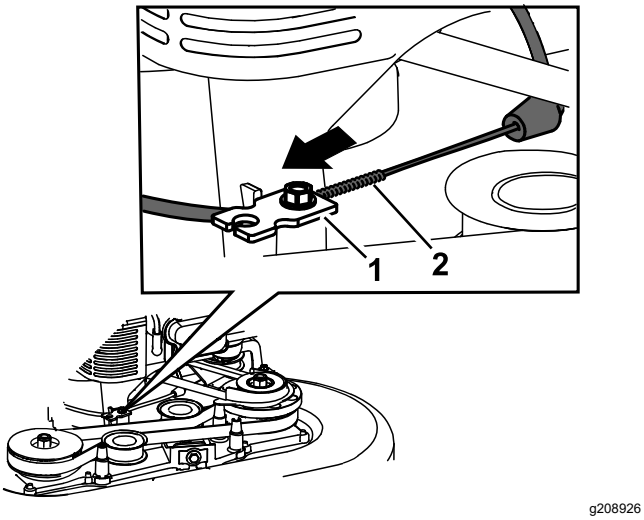

Figura 44
6. Tire de la cubierta del cable para eliminar la holgura (Figura 44).